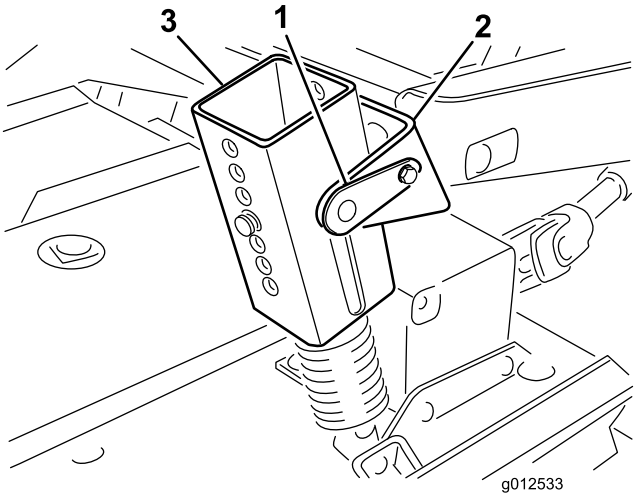

Figur 1
2. Endast på klippare i 200-serien: avlägsna motvikten från traktorenheten, ta bort låspinnarna från fästena, skilj fjäderspänningsenheterna från fästena och lägg dem på däcket (Figur 1).
3. Sänk ned klippenheten och ta bort de fyra pinnarna från klipphöjdsfästena (Figur 1).